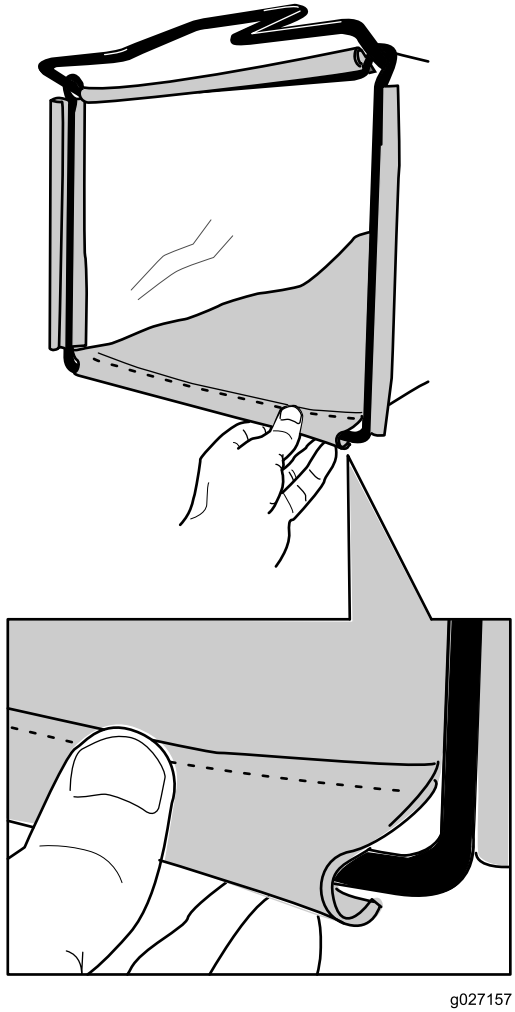

Figur 7
2. Hekt bunnen på posen fast til rammebunnen (Figur 7).
3. Hekt topp- og sidekantene av posen fast til henholdsvis toppen og sidene av rammen (Figur 7).